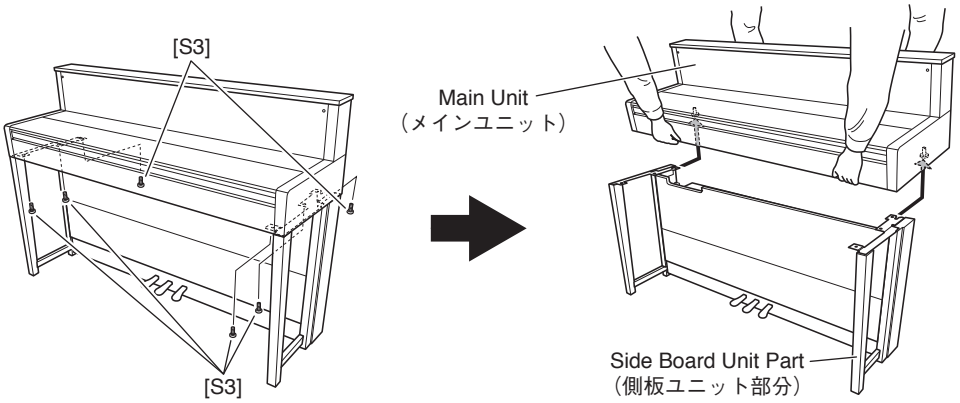

Fig.17（図 17）
16-4 Remove the six (6) screws marked [S3]. (Fig.17)
16-6 Slide the main unit backwards to remove it from the stand part, and place the main unit carefully on the two bolsters to protect the jack unit on the bottom of the main unit. (Fig.17)
16-4 [S3] のネジ 6 本を外します。(図 17)
16-6 メインユニットを後ろ側にスライドさせ側板ユニット部分から外し、メインユニットを、底面のジャックユニットを浮かせ保護する為、2 個の枕木の上に置きます。(図 17)